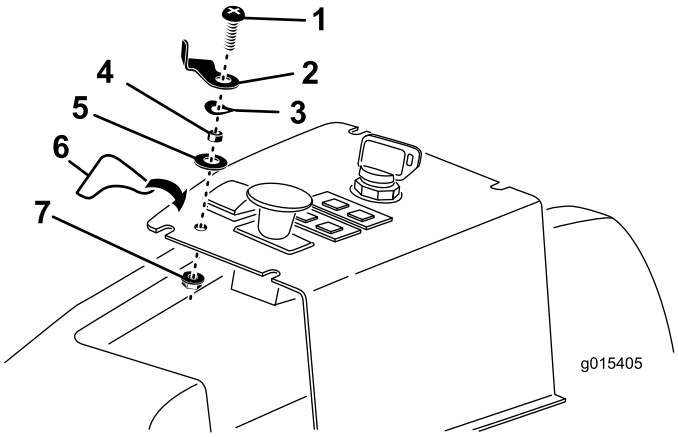

Figur 13
3. Indfør løftelåsgrebet, afstandsklodsen og den flade spændeskive på den 1/4 x 1 tommes rundhovedskrue, som vist i Figur 13.
4. Indfør løftelåsgrebets samleskrue ind i hullet i kontrolpanelet, og fastgør den med en låsemøtrik. Placer løftelåsgrebet som vist i Figur 13.